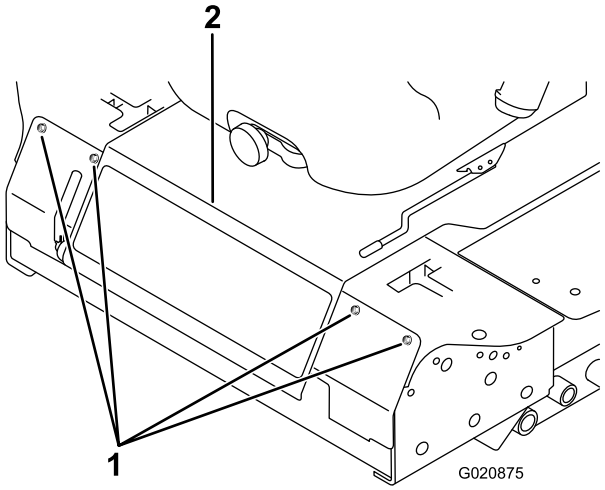

Figur 47
2. Fjern de bolte, der holder frontpanelet fast, og tag panelet af (Figur 47).